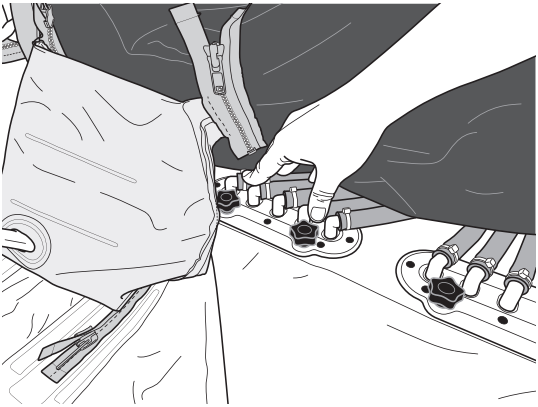

Figura 7: Presione firmemente los conectores de aire
3. Si el colchón no se infla o si se escucha una fuga de aire, compruebe que las válvulas de RCP están cerradas. Averigüe si hay alguna fuga en el punto de conexión entre el colchón y el armazón. Consulte la sección Conexión del colchón de aire integrado, figura 7, para apretar esta conexión.